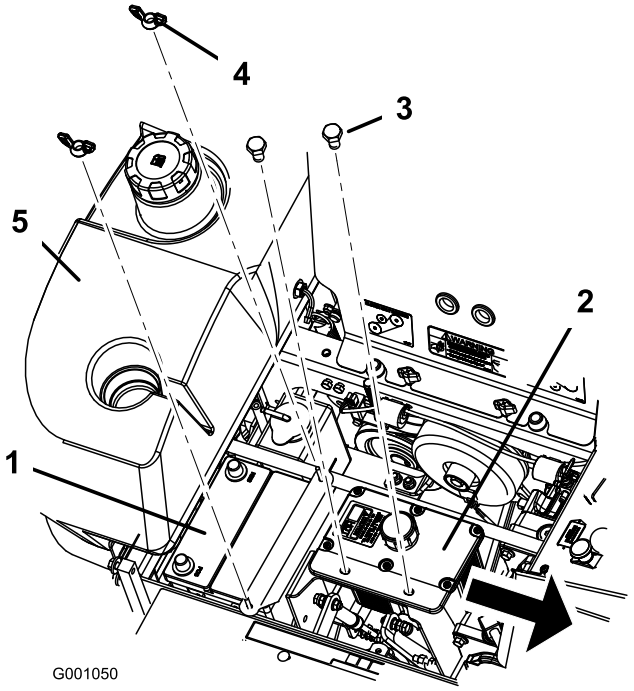

Figur 39
6. Fjern de to vingemøtrikker (1/4 tomme), som fastholder batteriets spændestykke (Figur 39).
7. Løsn de to bolte, der holder hydrauliktanken (Figur 39).
1. Placer batteriet i bakken, så polerne vender væk fra hydrauliktanken (Figur 39).
6. Fastgør batteriet med J-bolte, hold spændestykket og 2 skiver (1/4 tomme) nede og 2 vingemøtrikker (1/4 tommer) (Figur 39).